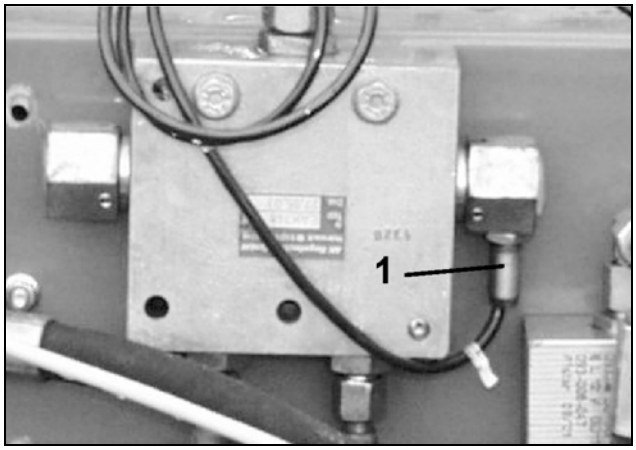

図 63
- トラックマーカー付きの場合は、トラックマーカー切り替え時にセンサー（図 63/1）から